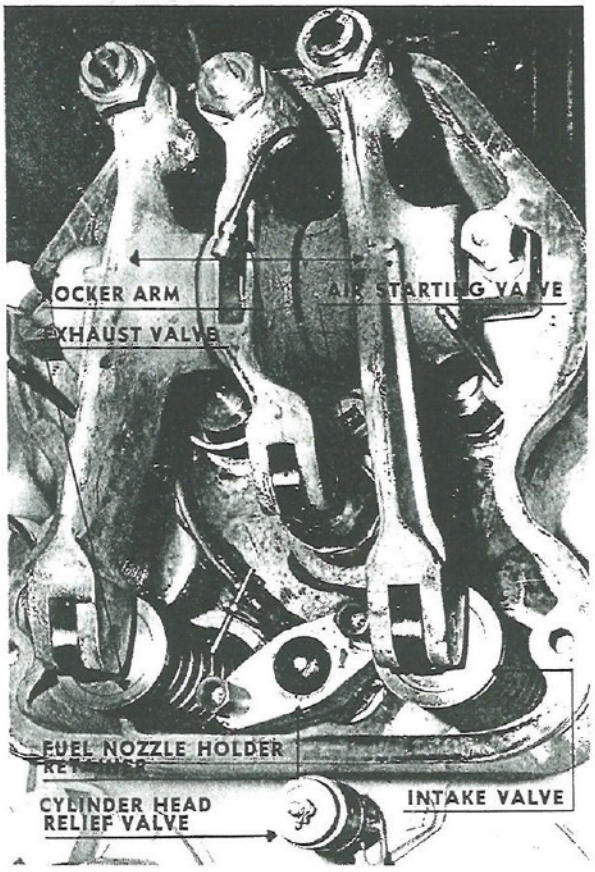
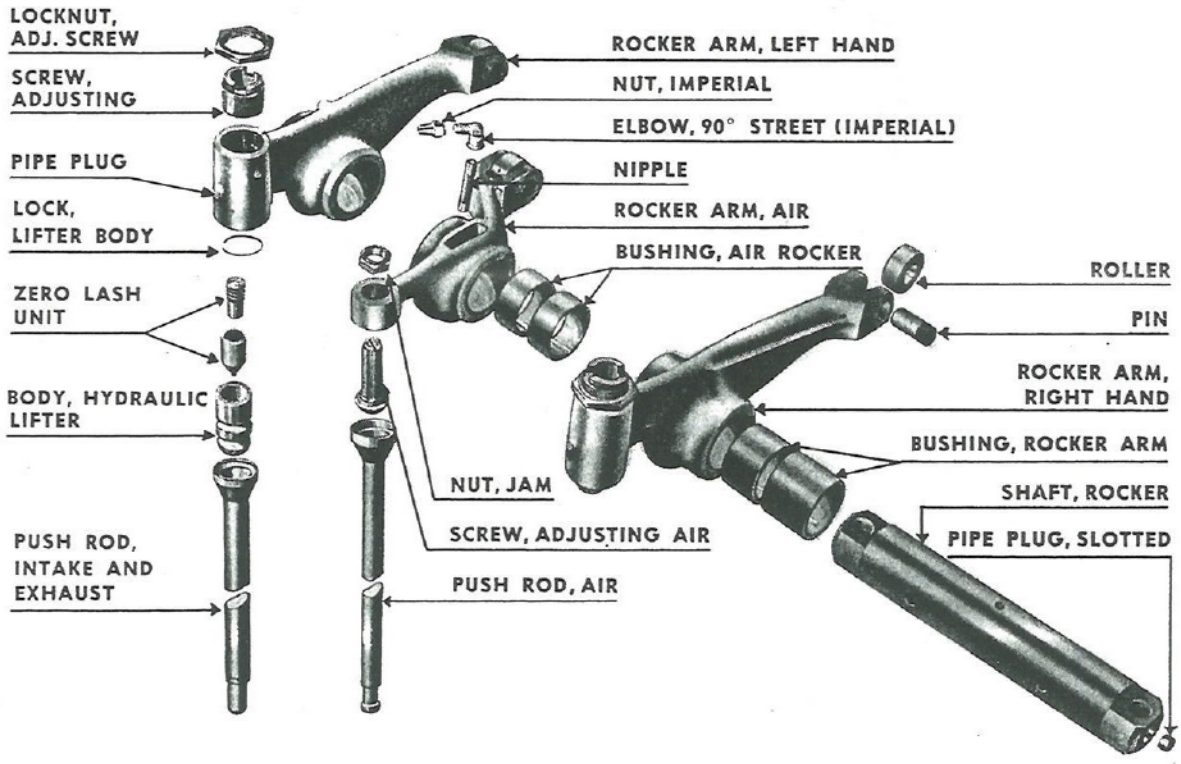
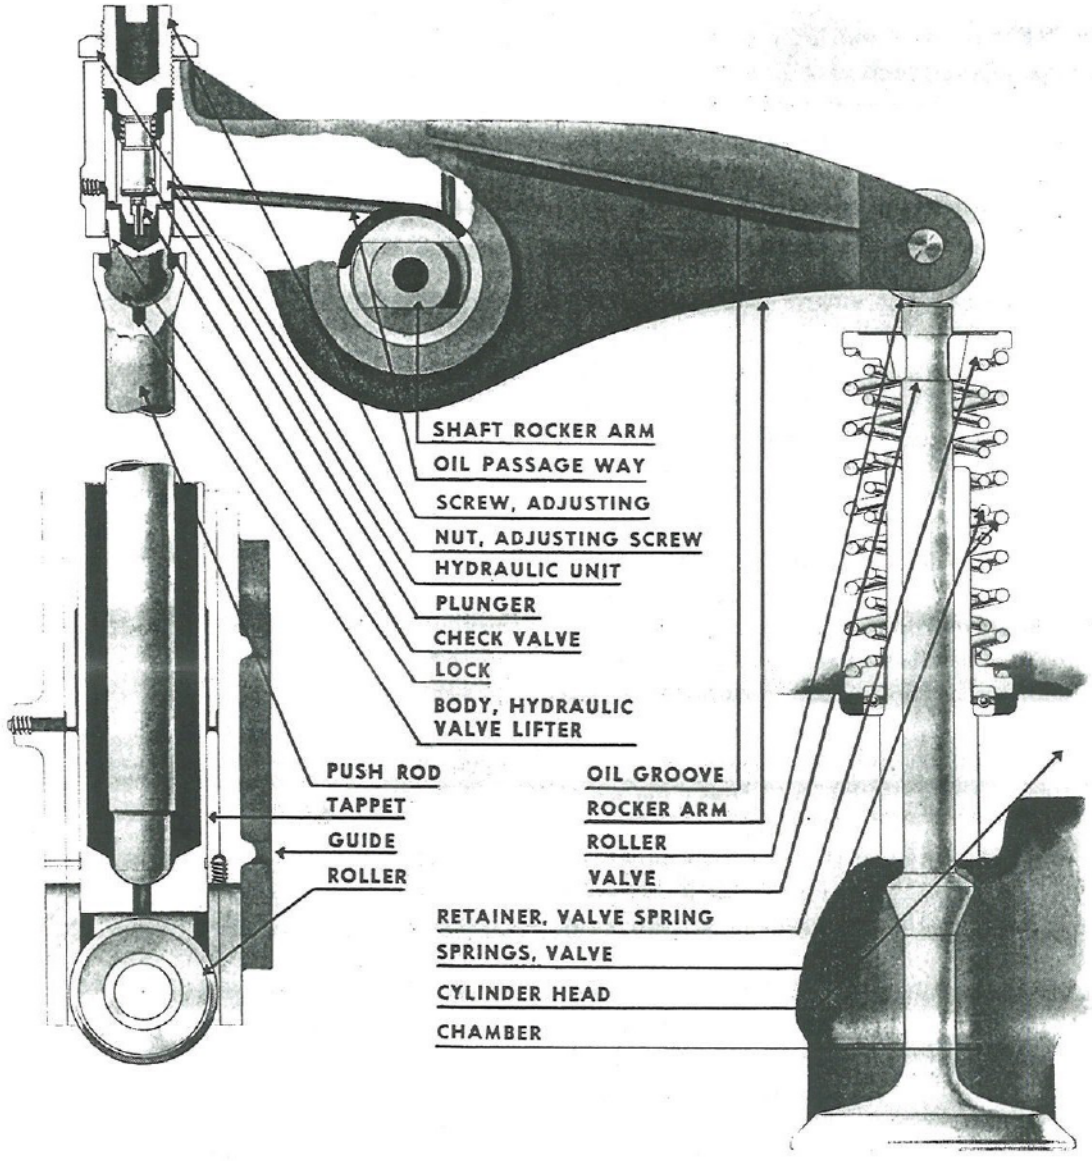

Fig. 56. Cylinder Head Complete
Fig. 57. Rocker Arm Assembly
Fig. 59. Zero Lash Unit or Hydraulic Valve Lifter
d. The up and down motion of the push rods is carried up to the cylinder head where it is utilized to open and close the valves through the rocker arm assembly. The rocker arms are located inside the cylinder head, as shown in Fig. 56. They are permitted up and down movement by the rocker arm shaft. The push rods are secured to one end of the rocker arms by a cup and ball device. The other ends of the rocker arms are fitted with rollers which contact the stems of the valves. The disassembled parts of the rocker arm assembly are shown in Fig. 57.
64. ZERO LASH UNIT. The parts of the zero lash unit are shown with the intake and exhaust valve push rod in Fig. 57. This unit is used on Enterprise engines to silence the action of the push rod, and to maintain an adequate adjustment at all times. The push rod is not solidly secured either to the tappet activating it or to the end of the rocker arm it moves. This is not possible because a limited sidewise movement accompanies the straight up and down motion. The zero lash unit insures that this necessary play is not allowed to slap. The entire unit is contained in the end of the rocker arm where the push rod is fitted. Oil under pressure goes into the zero lash unit, as shown in Fig. 59. This oil, conducted through the drilled rocker arm shaft into the hole drilled in the rocker arm, enters the zero lash unit and fills a chamber in the ball of the push rod connector. The oil then enters a passage and lifts a ball check valve at the upper end of the passage. It goes into a small cylinder and forces a piston up against the adjustment screw at the top of the zero lash unit. The piston is stopped at that point, since the adjusting screw is set. The upward thrust of the push rod increases the oil pressure in the cylinder, and this causes the check valve to seat and prevent the oil from escaping. The upward thrust of the push rod is thus cushioned by the compressed oil which is slowly forced out through the clearance between the piston and cylinder. The spring at the top of the zero lash unit is free to compress as the pressure increases. When the push rod stops exerting an upward thrust and starts downward, this spring expands and prevents clearance between the valve stem and the roller of the rocker arm. Only the intake and exhaust valves use the zero lash unit.
70. AIR STARTING VALVE. a. Each cylinder is served with a separate air starting valve. The compressed air leaving the air starting control valve is conducted to the starting valves in each cylinder through an air jumper, or manifold. In Fig. 56, the air starting valve is shown installed in a cylinder head. It is arranged so that a roller on the end of a short rocker arm serves this valve alone. The other end of the rocker arm is secured to a push rod which goes down to a tappet operated by an air starting cam on the camshaft. This cam is timed to open the air starting valve on the regular power strokes of the cylinder. However, when the air starting system is not in use, the tappet, push rod, and rocker arm that open the air starting valve do not operate.